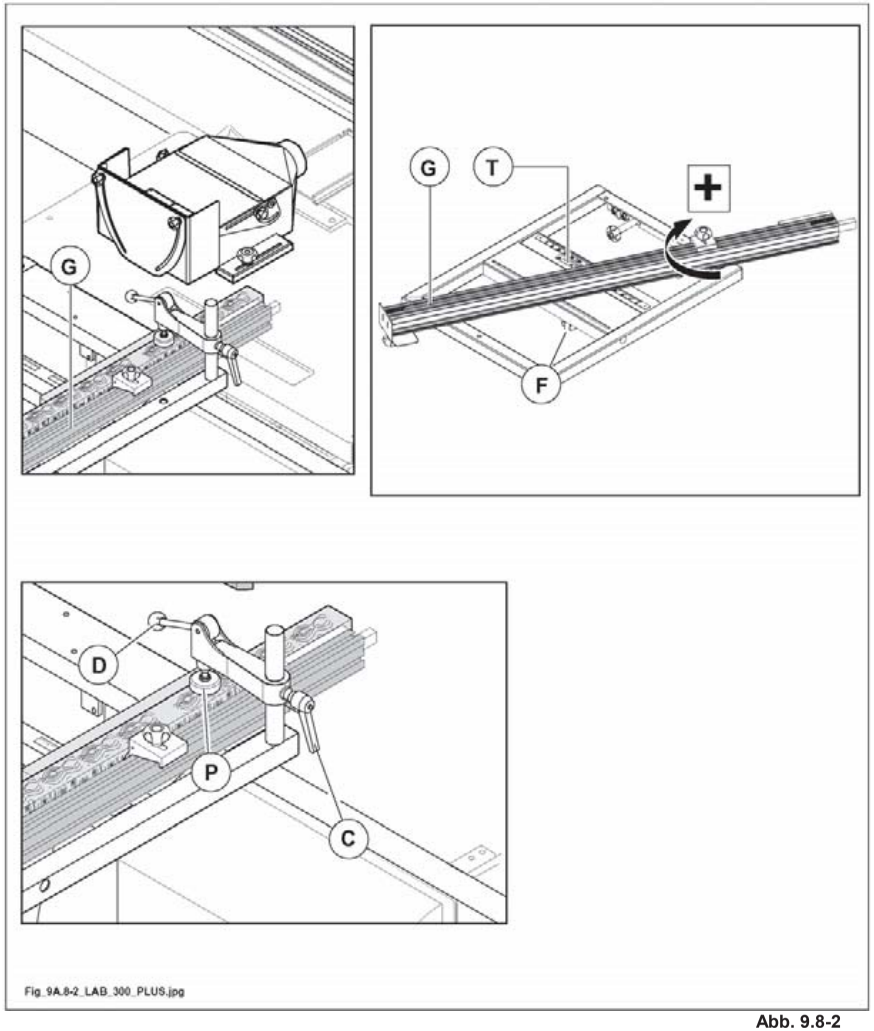

Abb. 9.8-2
Die Bearbeitung der Schrägzapfen ist schnell, weil man nur Teleskoplineal (G Abb. 9.8-2) im Uhrzeigersinn verstellen soll.
- Den Kugelgriff (F Abb. 9.8-2) lösen.
- Lineal bis dem gewünschten Winkel im Uhrzeigersinn (+ / Zeiger 1) verstellen, dann den Winkelwert direkt auf der Gradskala (T Abb. 9.8-2)ablesen.
- Den Kugelgriff (F Abb. 9.8-2) anziehen.
Das Lineal (G Abb. 9.8-2) kann nach dem Entsichern den Kugelgriff (F Abb. 9.8-2) verschoben werden.
- Zur Höhenverstellung sind die Griffe (C Abb. 9.8-2) zu lösen.
- Senken Sie den Fuß (P Abb. 9.8-2) mithilfe des Hebels (D Abb. 9.8-2) zum Festspannen des Holzstückes ab.